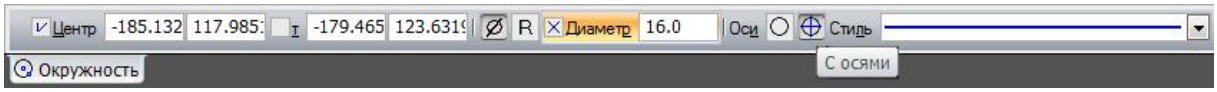

Рисунок 4.4 – Панель *Параметри* для побудови кола
7) Для побудови кіл вибираємо на панелі *Геометрія* команду *Коло*. На панелі параметрів побудови кола вказуємо потрібний *Діаметр кола* 16 мм і натискаємо *<Enter>*. Для побудови кіл одразу з осями симетрії також обираємо параметр *З осями*(рис. 4.4).